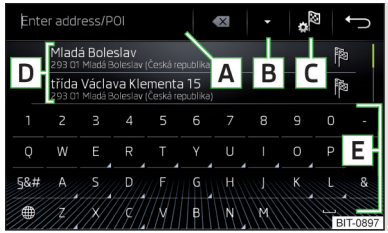
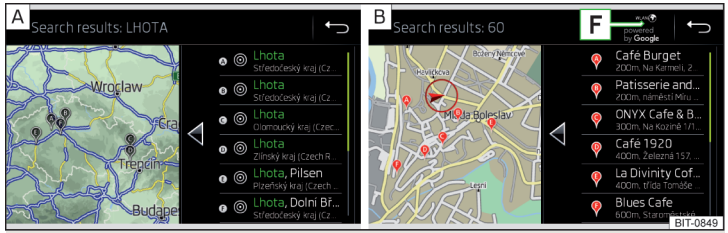

Fig. 179
Fig. 180 **Lista de los destinos solicitados: en los datos de navegación / online**
Superficies funcionales » fig. 179 y » fig. 180
En el área D » fig. 179 se muestra una lista de los destinos solicitados.
▶ **o:** pulsar la superficie funcional B » fig. 179.
Los destinos solicitados en los datos de navegación » fig. 180 - A.
Los destinos solicitados online » fig. 180 - B.